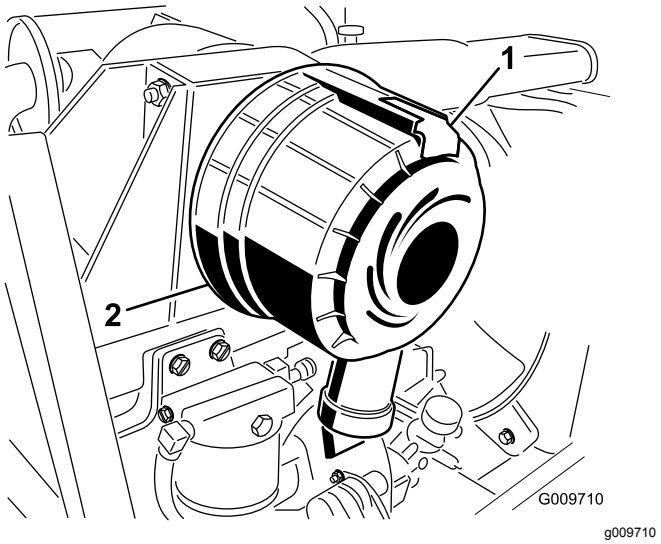

**Figur 55**
1. Dra ut spärren och vrid luftrenarkåpan motsols (Figur 55).